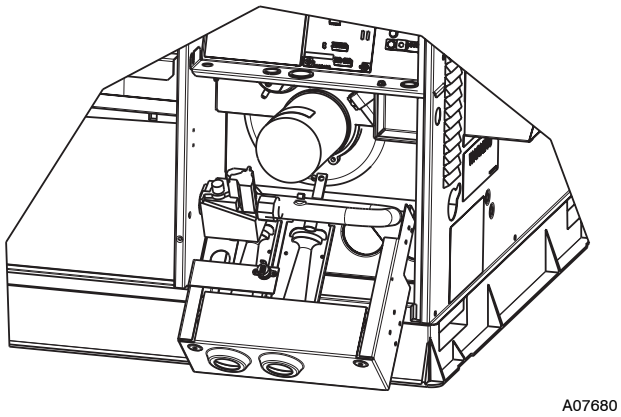

Fig. 22 – Burner Rack Removed
3. Slide the assembly out of the unit. (See Fig. 22). Clean the blower wheel. If additional cleaning is required, continue with Steps 4 and 5.